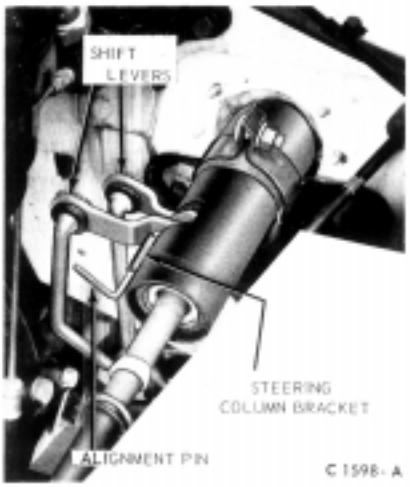

FIG. 4—Gear Shift Linkage Adjustment—Bronco
2. Insert a 3/16 inch diameter alignment pin through the steering column bracket and shift levers (Fig. 4). It